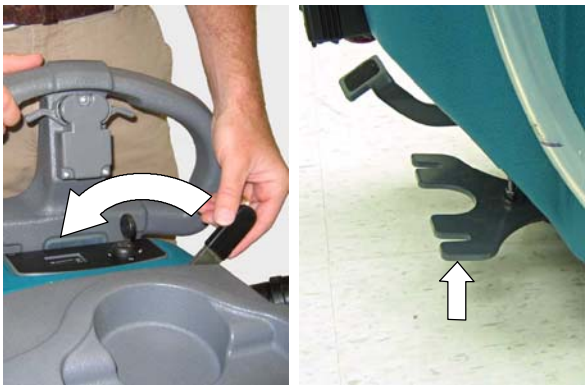

FIG. 2
2. Soulevez la bride de fixation du racloir en déplaçant vers la droite le levier de soulèvement du racloir (Figure 2).